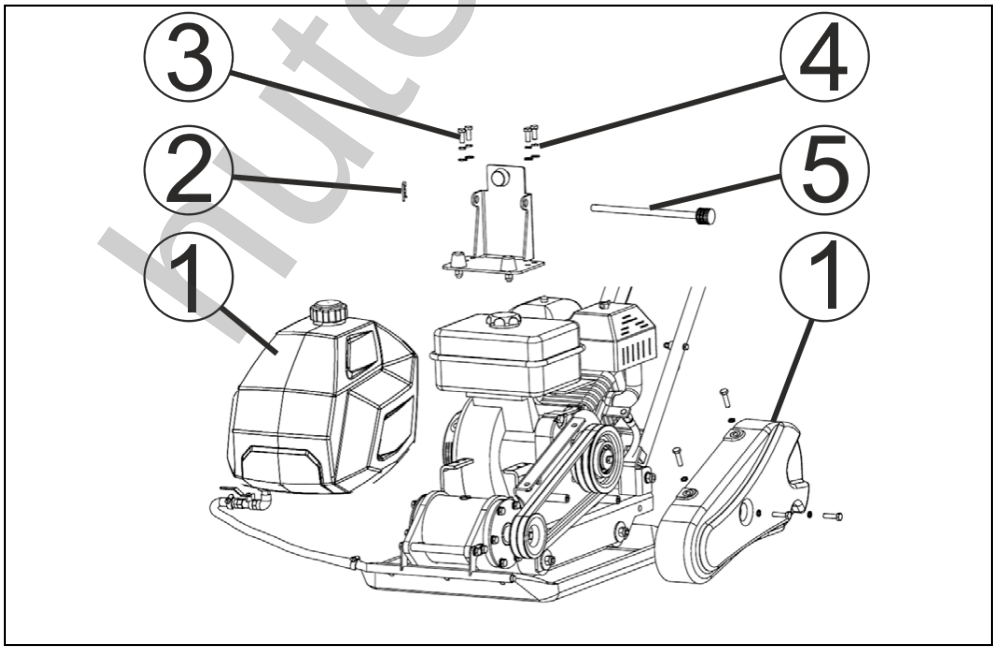
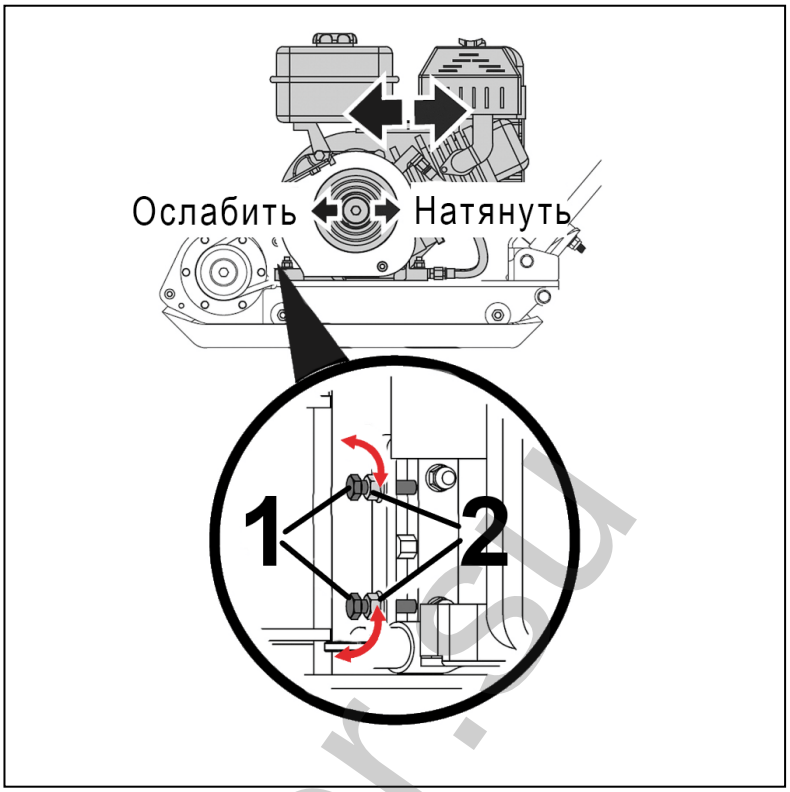

Рис. 26. Частичный разбор для обслуживания ремней.
Рис. 27. Регулировка натяжения ремней.
– для моделей с баком - извлечь шплинт (2), вытянуть шток (5), снять бак (1) для воды и отложить его в сторону (Рис. 26);
– открутить болты (3) крепления кронштейна (4) и снять кронштейн (4) с рамы виброплиты;
– для натяжения ремней ослабьте затяжку гаек (2), после чего закрутите болты (1) натяжного устройства (Рис. 27);
2. Снять бак для воды и отложить его в сторону (Рис. 26).
3. Открутить болты крепления и снять кронштейн бака с рамы виброплиты (Рис. 26).